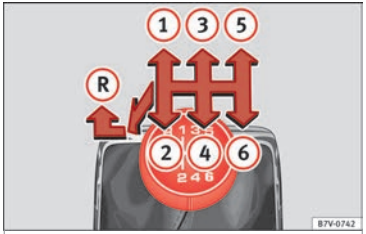

Fig. 48 Gear shift pattern of a 6-speed manual gearbox
The position of the gears is indicated on the gearbox lever ››› **Fig. 48**.
- With the gearbox lever in neutral, push it upwards, move it to the left as far as it will go and then forwards to select reverse ››› **Fig. 48** Ⓡ.